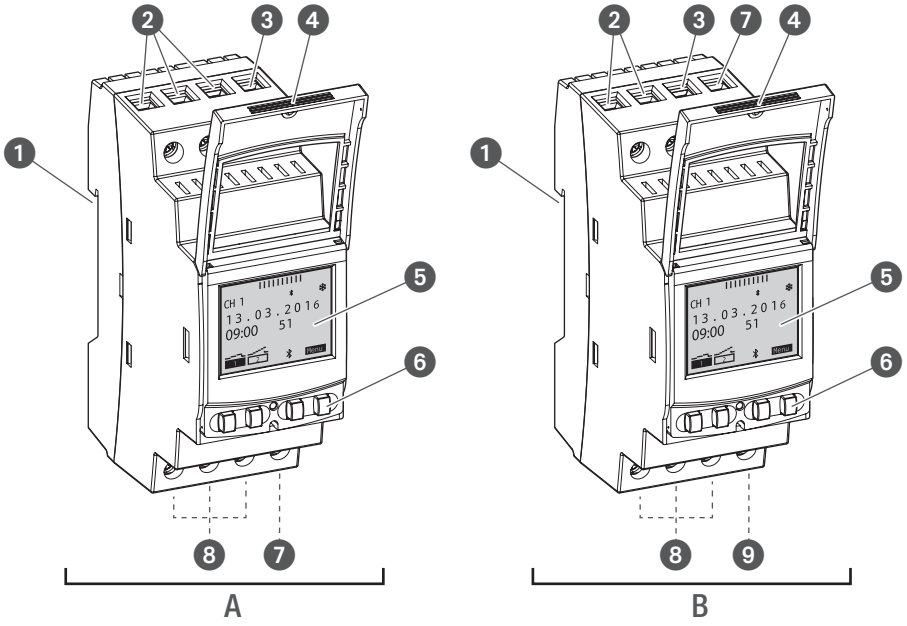

Abb. 1: Verteilerschaltuhr
Die Verteilerschaltuhr ist eine Schaltuhr, die mit einem Klicksystem auf eine DIN-Schiene (Abb. 1/❶) montiert wird; diese steuert das jeweils damit verbundene Gerät an. Die Verteilerschaltuhr verfügt über 1 bzw. 2 Kanäle und kann über ein Display (Abb. 1/❺) mit 4 Bedientasten (Abb. 1/❻) bedient werden. Die Verteilerschaltuhr kann manuell oder über ein mobiles Gerät programmiert werden. Die Frequenz des Funksignals liegt bei 2,4 GHz und die maximale Sendeleistung beträgt 1,8 mW.